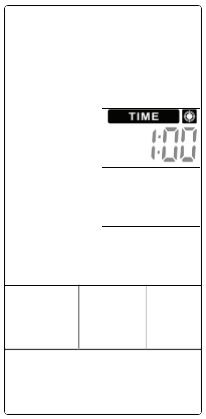

Figure 39
2. TIME value is flashing, press UP and DOWN to adjust value (Figure 39) and press ENTER to confirm meanwhile buzzer beeps ls and **TIME** lasting lighting up.